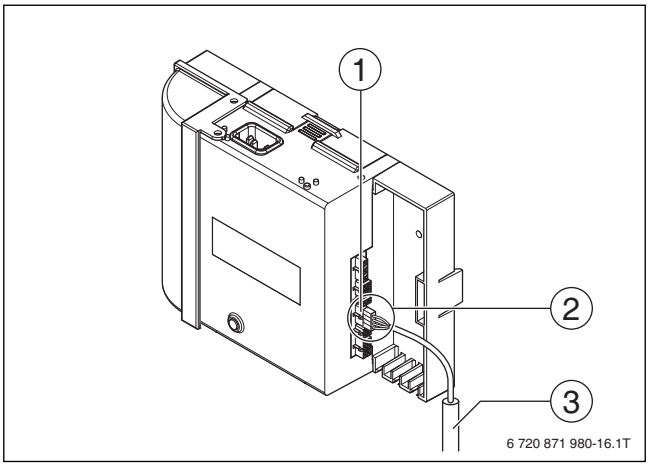

Рис. 52 Демонтаж кабеля ионизации от автомата управления горелкой
- ▶ Отсоедините контрольный кабель ионизации (желтый для природного газа, зеленый для сжиженного газа)(→ Рис. 52, [3]) от автомата управления горелкой, для этого нажмите на язычок (→ Рис. 52, [1]) коннектора (→ Рис. 52, [2]) и потяните.